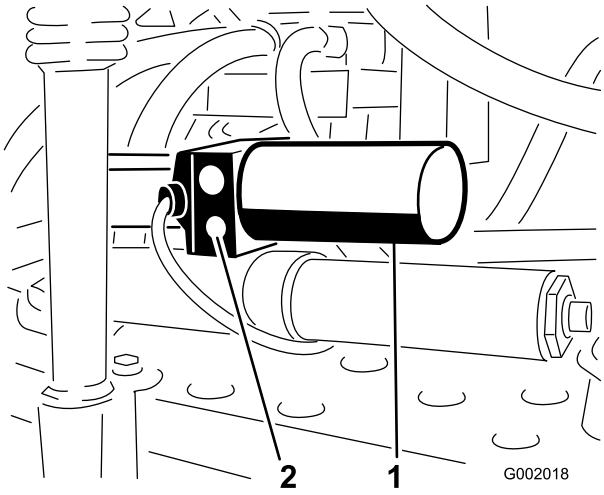

Figuur 59
1. Ga naar de ontlastklep op de actuator van elke spuitboom. De ontlastklep is de kleinste klep en zit aan een kant van de behuizing van de actuator (Figuur 59).